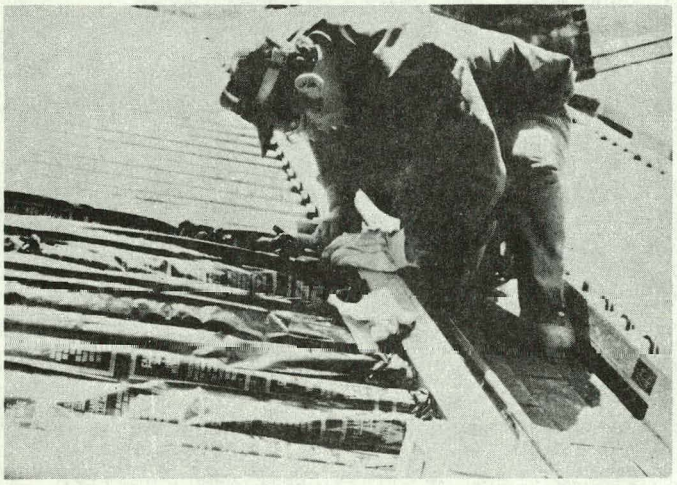

Figure 5-2. Firmly Seat Grommet into the Collector
7. Seat the glass tube and grommet into the hole in the collector panel, (Figure 5-2). Insure that the grommet is completely seated (snapped in place) for weather protection, (Figure 5-1).